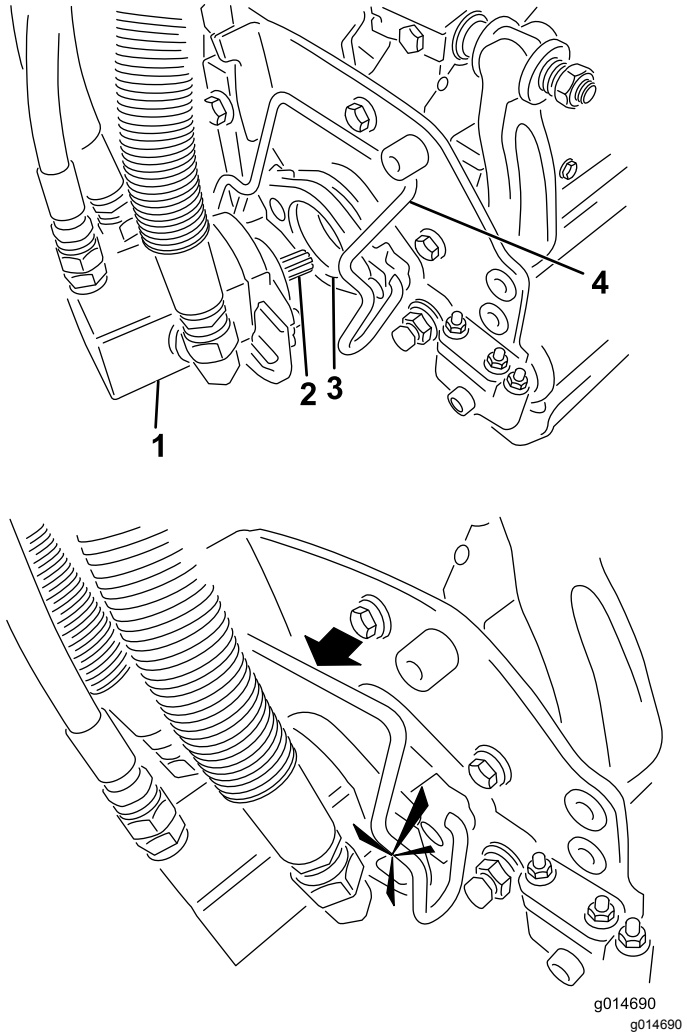

Figur 44
5. Stryk på rent fett på klippenhetsmotorns räfflade axel (Figur 44).
6. För in motorn på vänster sida av klippenheten (sett från förarsätet) och dra motorfäststaget på klippenheten mot motorn tills du hör ett klickljud från båda sidorna av motorn (Figur 44).